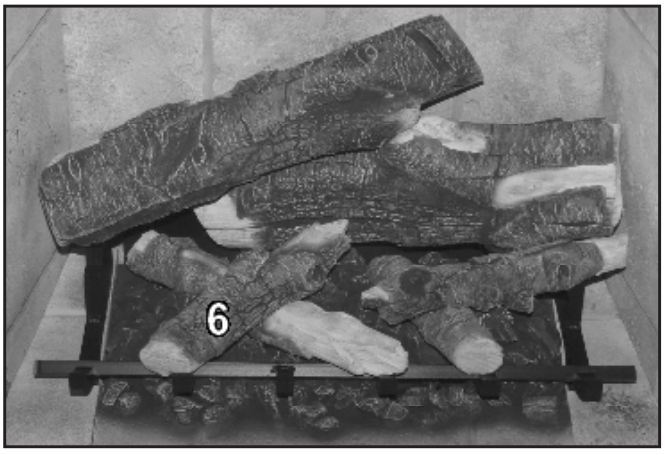

Figure 80: Log 6 in Place.
6. Install Log 6 by resting it across the flat section of Log 5 and locating the front edge across the grate finger as shown in Figure 80.